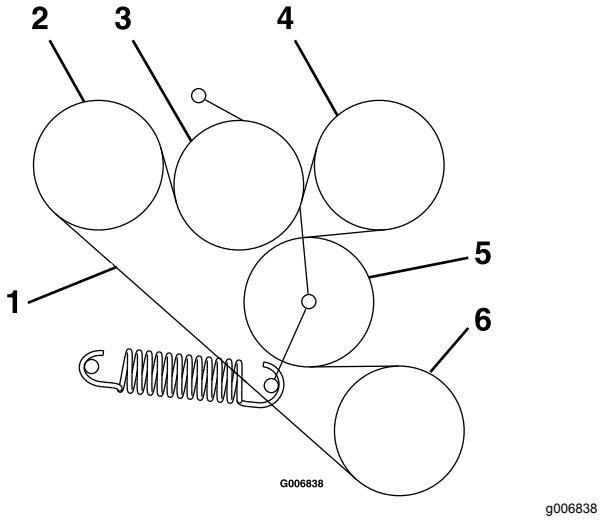

Figur 62
6. Dra den nya remmen på skivorna enligt dekalen som sitter på baksidan av vänster drivskydd (Figur 62).